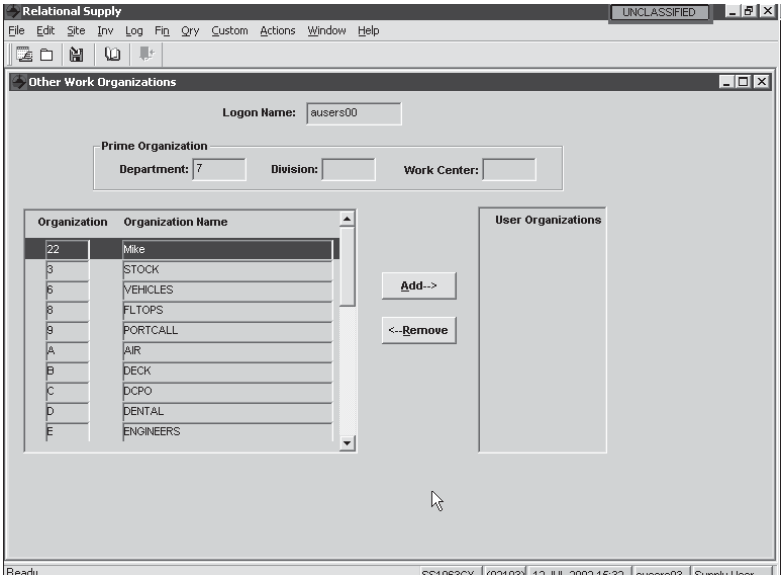

Figure 2-54
(2) Step 2. Select the row in the Organizations Name List on which the organization that you wish to add appears to highlight it on the Other Work Organizations Screen above (Figure 2-54), or select it from the User Organizations List to remove it.
(3) Step 3. Select the Add Option to move your selection to the User Organizations List or select the Delete Option to remove it and then select the OK Option.
(4) Step 4. Select the Apply Option from the Icon Menu Bar to finalize this process.
(5) Step 5. Select the Close Window Option to exit from this process.